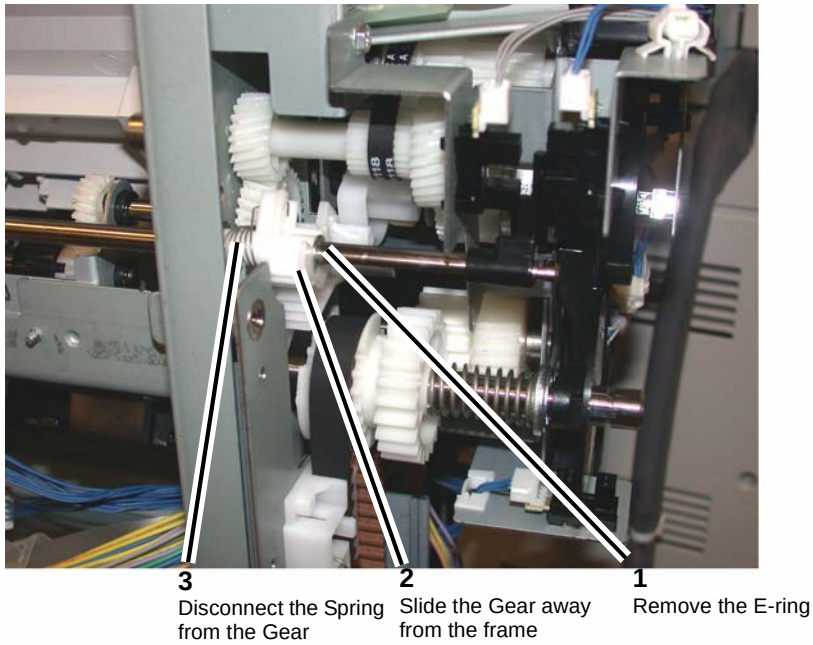

Figure 7 Preparing to remove the Set Clamp Shaft
15. Remove the rear E-ring from the Set Clamp Shaft (Figure 7).